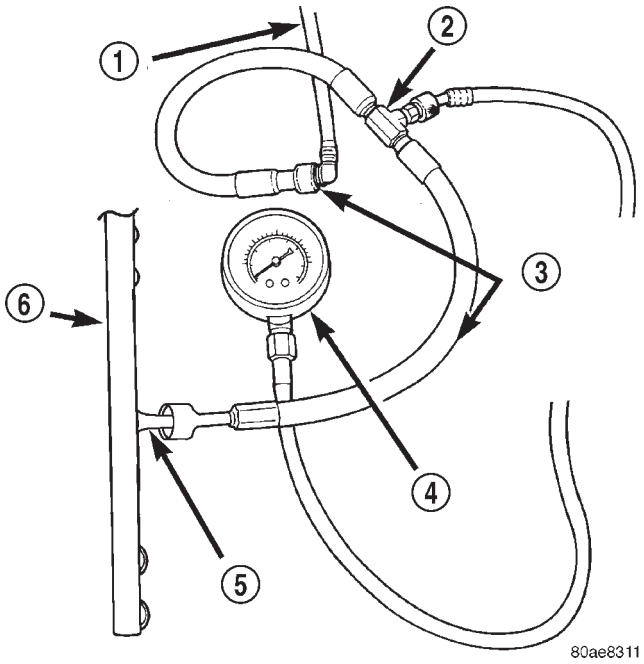

Fig. 1 CONNECTING ADAPTER TOOL—TYPICAL
(1) Disconnect the fuel inlet line at fuel rail. Refer to Fuel Tubes/Lines/Hoses and Clamps for procedures. On some engines, air cleaner housing removal may be necessary before fuel line disconnection.
(2) Obtain correct Fuel Line Pressure Test Adapter Tool Hose. Tool number 6539 is used for 5/16” fuel lines and tool number 6631 is used for 3/8” fuel lines.
(3) Connect correct Fuel Line Pressure Test Adapter Tool Hose between disconnected fuel line and fuel rail (Fig. 1).